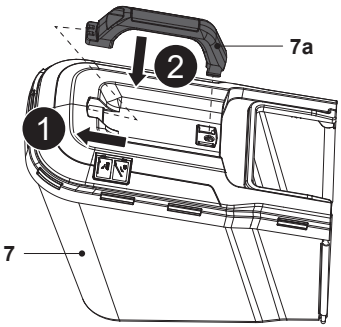

**Fig. 6**
2. Monter la poignée de transport (7a) dans les deux encoches d'assemblage du châssis supérieur du bac de ramassage (7), en veillant à l'orienter correctement (Fig. 6).